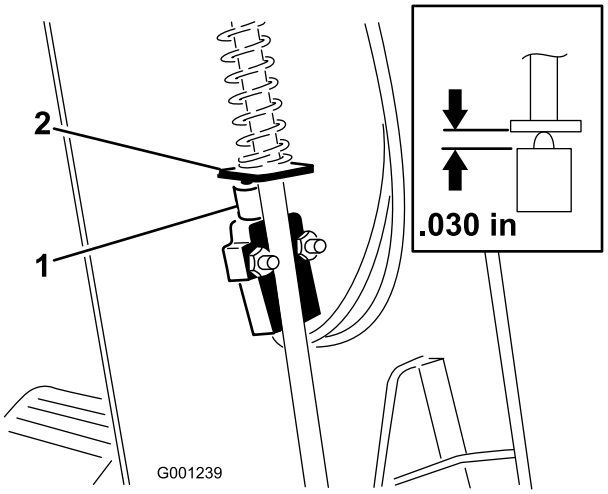

**Figur 61**
3. Skub kappen op ad ratakslen for at blotlægge kontakten til parkeringsbremsen (Figur 61).
5. Placer pladen til parkeringsbremsens stang ud for kontaktstemplet (Figur 61).
6. Tryk parkeringsbremsestangen ned, og tryk op på kontakten, indtil den komprimerede længde af kontaktstemplet er 0,76 mm(Figur 61, indsat billede). Dette er afstanden mellem pladen til parkeringsbremsestangen og kontaktstempelhuset.